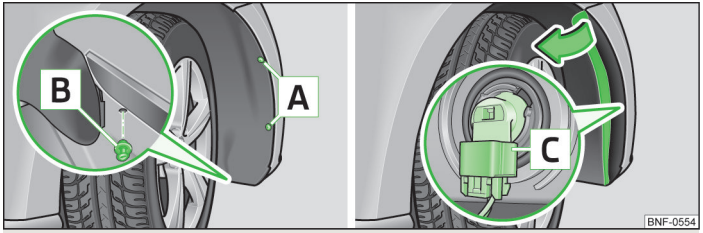

Fig. 129 **Changing light bulbs for fog lights**
- Use the on board tool to remove screws A » Fig. 129 from the wheel well.